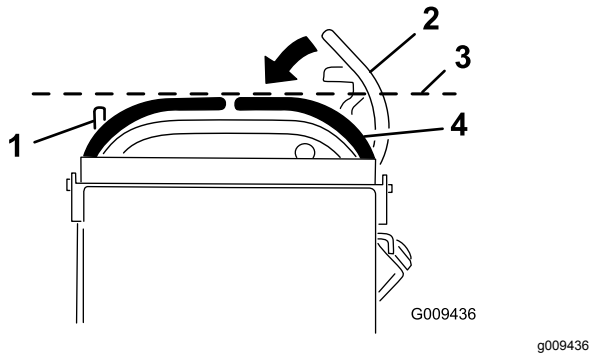

Figur 67
3. Tryck den högra rörelsereglagespaken nedåt, ut ur det NEUTRALA LÅSLÄGET (Figur 67).
4. Kontrollera om den högra rörelsereglagespaken är i horisontell linje med den vänstra (Figur 67).